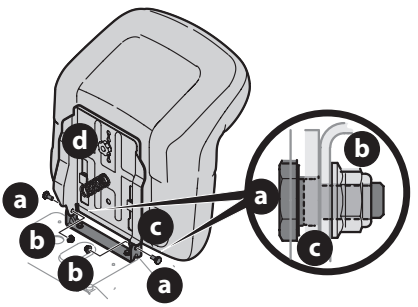

Figura 7
5. Ubique el conjunto del asiento sobre el soporte de montaje del asiento, alineando los orificios suministrados (Figura 7).
6. Instale los dos pernos con reborde (a) y las tuercas de seguridad (b) que extrajo del soporte de montaje (c) del asiento en el Paso 1 (Figura 7).
7. Para ajustar la posición del asiento, afloje la perilla de ajuste (d) que están ubicadas en la parte inferior del asiento. Deslice el asiento hacia adelante o hacia atrás, según lo desee. Vuelva a ajustar la perilla de ajuste (d) (Figura 7).